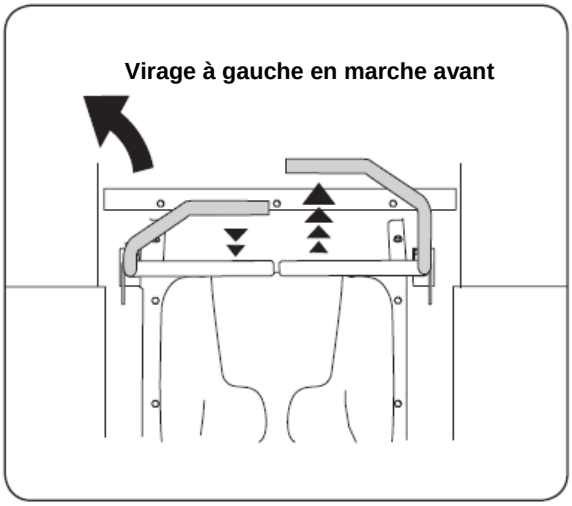

Figure 5-3
1. Pour tourner à gauche, reculez le levier de commande de sa position initiale. Consultez la figure 5-3.